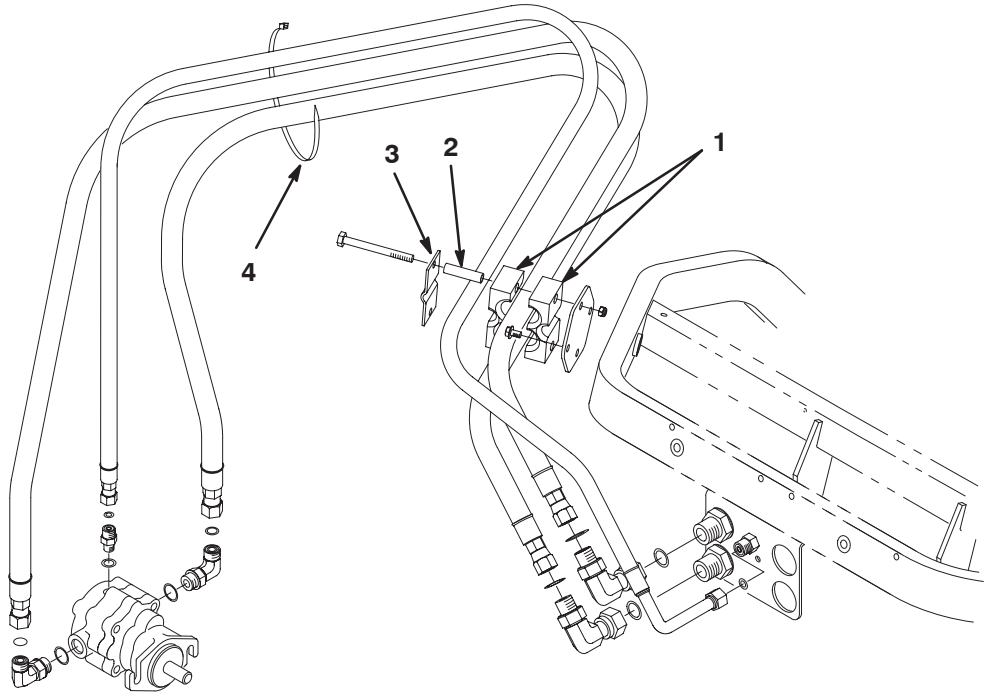

Figure 6
8. Loosely secure 2 new hoses to the 90° fittings and the smaller hose to the bulkhead fitting as shown in Figure 6.
9. Loosely secure the new hoses to the hose bracket with a clamp, 2 spacers, case drain clamp, 2 capscrews, and nuts, positioning them as shown in Figure 6.
10. Mount a new 90° fitting to the side of the cutting unit reel motor (Fig. 6).
11. Loosely secure the new hoses to the fittings on the reel motor (Fig. 6).
14. Secure the hoses together with a tie wrap (Fig. 6).